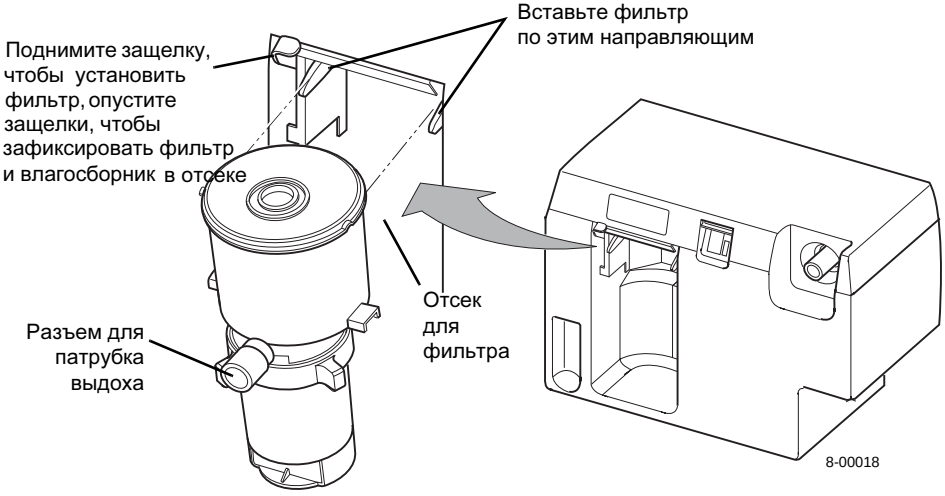

Рис. 2-7. Установка фильтра выдоха и влагосборника
1. Поднимите защелку фильтра выдоха (см. Рис. 2-7) и вставьте фильтр в отсек таким образом, чтобы разъем для соединения с патрубком выдоха был направлен строго к вам.